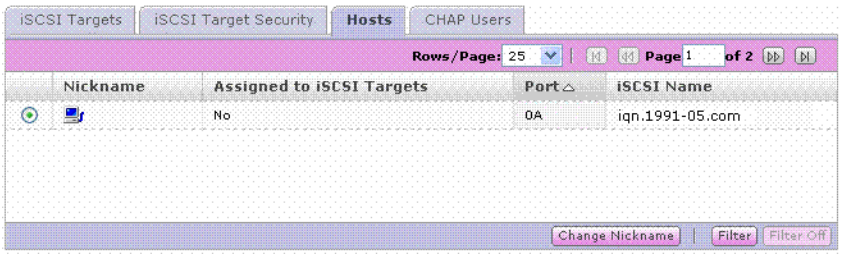

Figure 8-31: iSCSI Targets - Hosts tab
5. Figure 8-31 displays the **Hosts** tab.